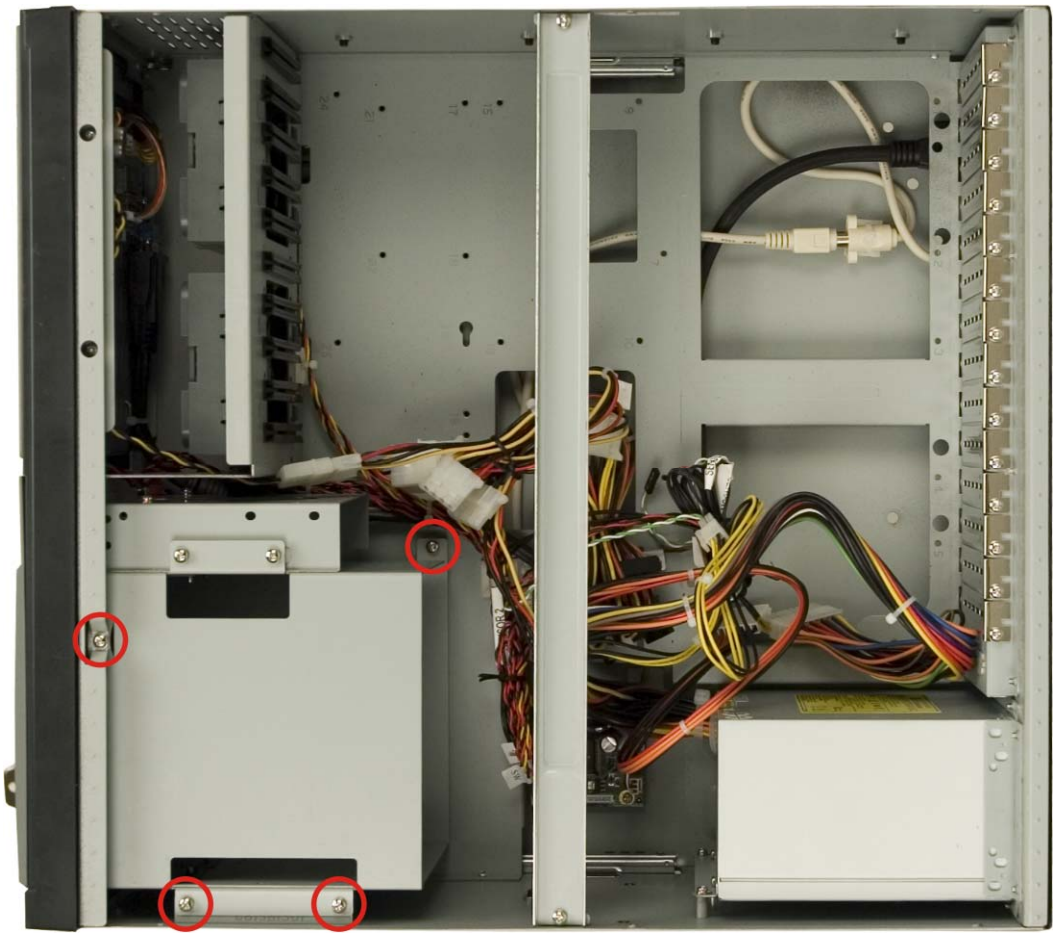

Figure 4-4: Drive Bracket Retention Screws
Step 1: Remove four retention screws that secure the drive bracket to the chassis (**Figure 4-4**).